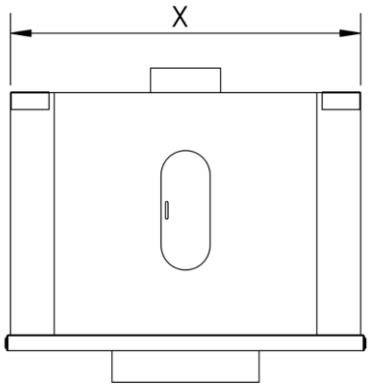

Figure 1
1. **Figure 1.** Measure the overall width of the trailer.